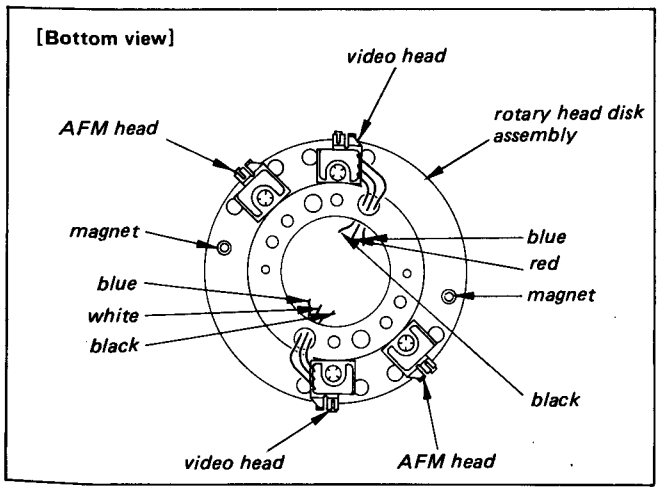

Fig. 3-4 How to refit rotary head disk (1)
1) Solder the six leads to the video head of the rotary head disk assembly. (Caution on correct orientation of the magnet.) Thread the leads through the holes (See Fig. 3-4).